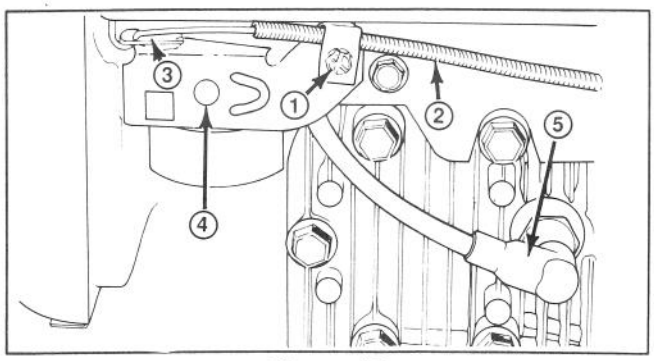
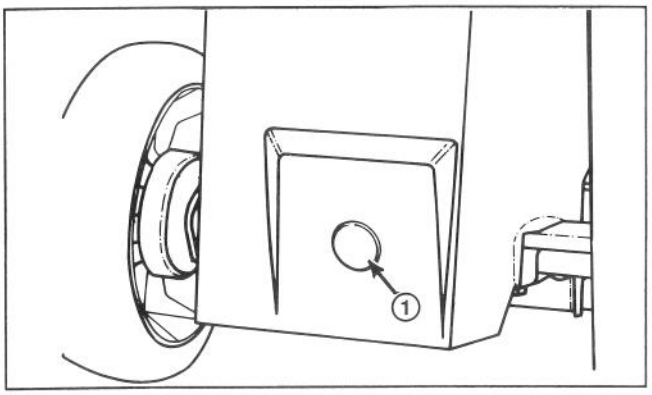

Figure 19
Figure 27
1. Stop engine and pull wire off spark plug (Fig. 19).
3. Loosen cable clamp screw until throttle cable slides (Fig. 19). Align holes in throttle lever and throttle bracket using a 3 mm (.121") diameter pin. Tighten cable clamp screw to lock adjustment in place.
3. Set mower at highest height-of-cut setting (E).
4. Remove plastic access hole plug from rear of mower (Fig. 27).